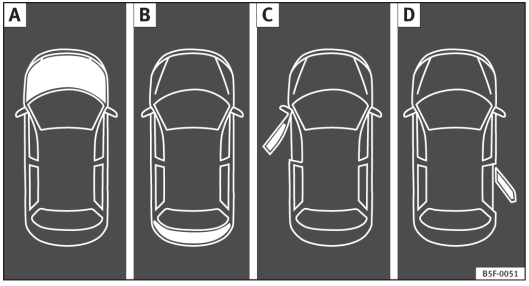

Fig. 39 A: bonnet open; B: rear lid open; C: front left door open; D: rear right door open (5-door vehicles only)
- Bonnet, rear lid and doors open ⇒ Fig. 39.